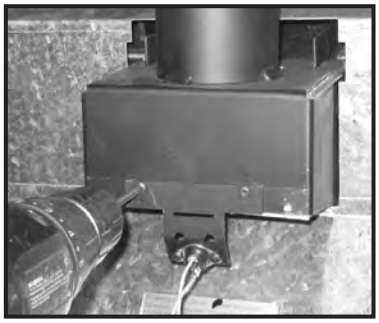

Figure 35: Install Spill Switch on Bracket.
h) Install spill switch bracket with two (2) of the screws removed in the previous step. The spill switch must be angled under the opening (see Figure 35)